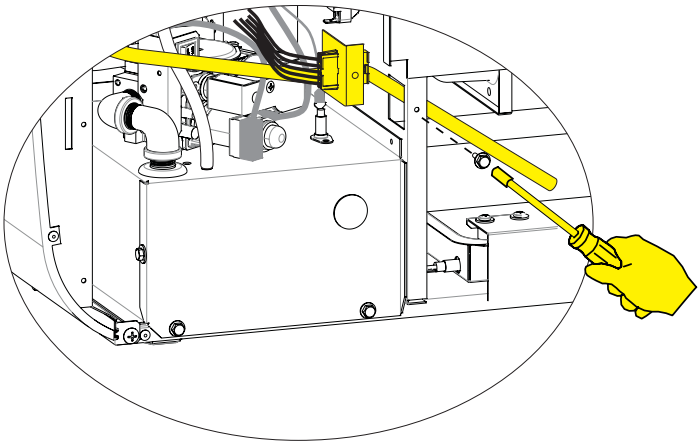

Figure 14
18. Insert the straight end of the metal condensate tube into the partition panel and secure the condensate tube bracket with the screw removed in step 12. Ensure that the condensate tube discharges into the heated tray in front of the heat exchanger tubes, and that the “L” shaped end of the tube is pointed into the wall furnace. **See Figure 14.**